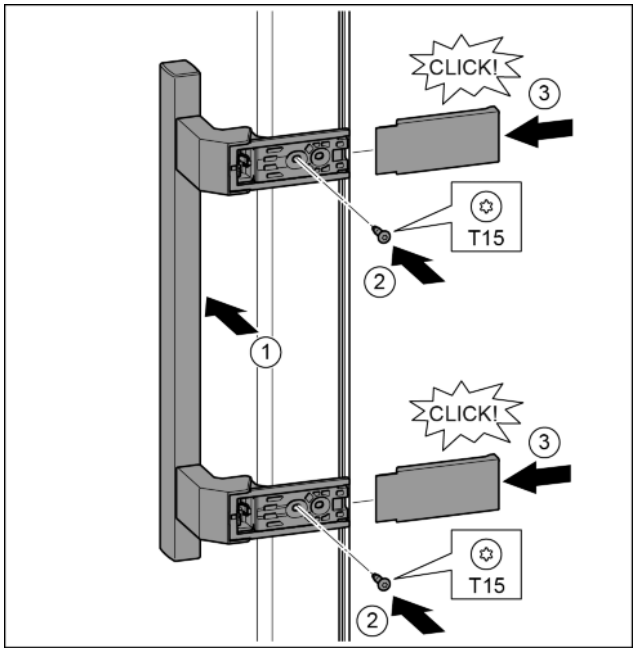

Fig. 39
▶ Poser la poignée sur le côté opposé. *Fig. 39 (1)*
▶ Serrer les vis avec un tournevis T15. *Fig. 39 (2)*
▶ Mettre en place les caches latéralement et les enfiler. *Fig. 39 (3)*